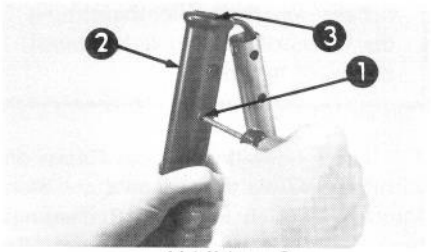

Abbildung 2
3. Griffschrauben und Plastikmuttern vom mittleren Griff entfernen (Abb. 2).